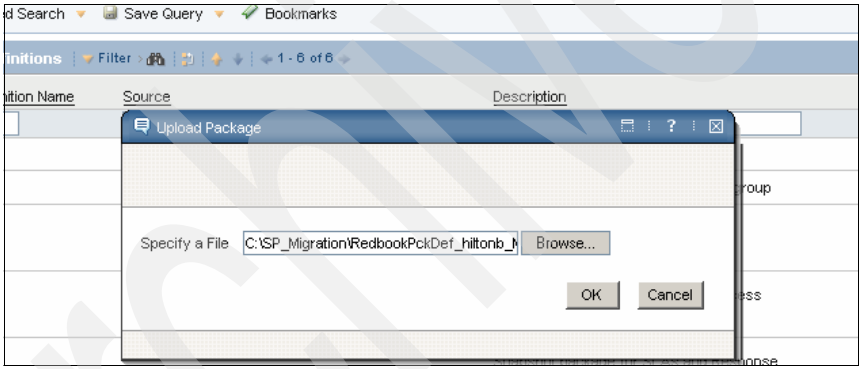

Figure 8-15 The Upload Package dialog box
2. Upload the package file generated in the source environment. Click **Select Action** → **Upload Package**. It will open a dialog box where you must specify the package file that was distributed in the source environment. After you select the file, click **OK**. A message is displayed to confirm that the file was successfully uploaded, as shown in Figure 8-15.